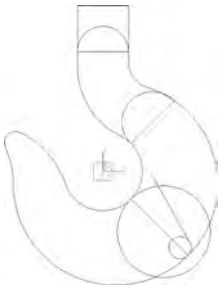

图 5-199　绘制直线
(6) 单击“直线”图标，在界面左侧的立即菜单中选择“角度线”，与直线夹角为－16°，选取－45°线作为参照直线，R6 圆弧的切点为直线的起始点，任意选取缺省点为终点，如图 5-199 所示。